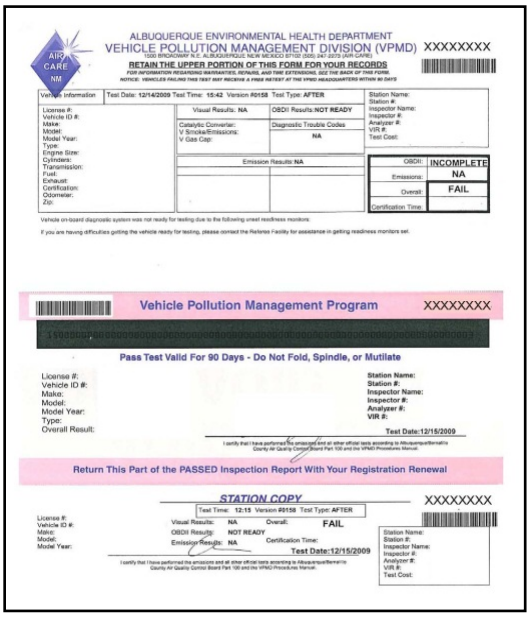

Figure 10 FAILED Emission Inspection
- When the result is FAIL the station shall provide ONLY the VIR (customer copy) to the customer. The Station is to detach and retain the "blacked out" middle portion with the attached lower portion station copy for auditing and record keeping. See Figure 10.